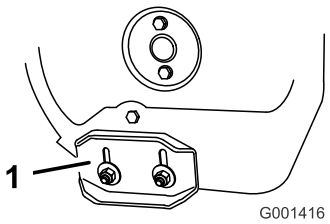

Figuur 42
3. Draai de moeren waarmee de beide glijders aan de zijkant van de boor bevestigd zijn los tot de glijders gemakkelijk naar boven en beneden bewegen (Figuur 42).